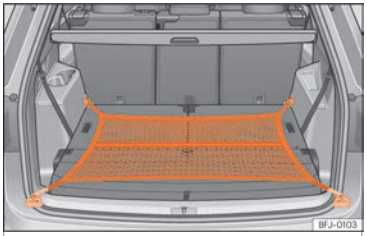

Fig. 163 En el maletero: bolsa de red enganchada a ras del piso.
- Fije los ganchos de la bolsa en las argollas de amarre delanteras ››› **fig. 163** ››› ⚠. La cremallera de la bolsa tiene que quedar hacia arriba.
- Fije los ganchos del otro extremo de la bolsa de red en las argollas de amarre situadas debajo del umbral de carga ››› **fig. 163**.